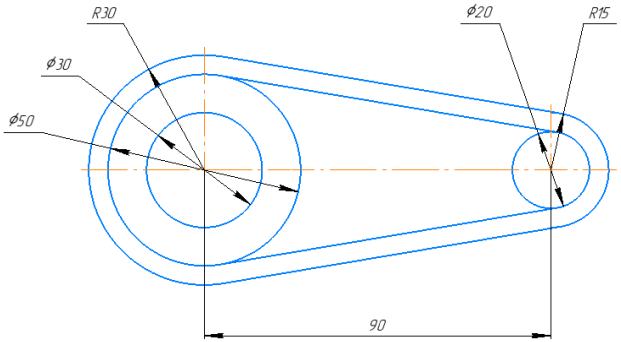

Рис. 5.8
Построить деталь, используя Вспомогательные прямые. Проставить размеры (рис. 5.8).
1) Проставьте размеры (рис. 5.8). Для этого активируйте команду ***Линейный размер*** на панели ***Размеры*** инструментальной области, выберите режим – ***Горизонтальный*** и поочередно щелкните в центры построенных окружностей. Появится фантом размера со значением 90, переместите мышью размер вниз и щелкнув мышью зафиксируйте положение размерной линии. Размерное число (90) должно быть размещено по центру размерной линии.